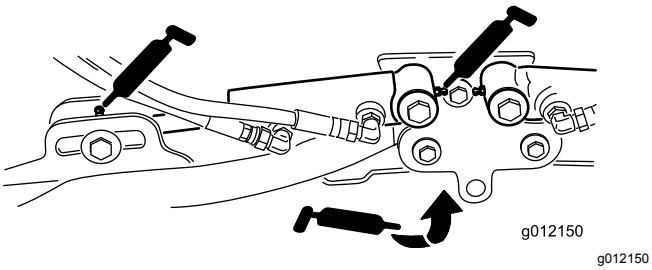

Figuur 77
- Cilinders van hefarm van maaidek (2 elk) (Figuur 77)
- Draaipunten van hefarm (1 elk) (Figuur 77)